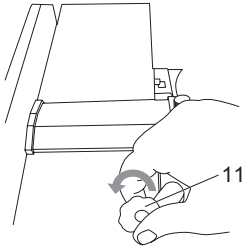

Fig. 10
> Gire a manivela de ajuste da altura (11) para a esquerda para descer a mesa da plaina. (Fig. 10)